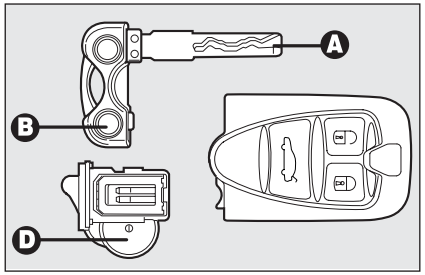

rys. 9
Aby wymienić baterię **rys. 9** wykonać to następująco:
- ❒ wysunąć baterię **D-rys. 9** z kasety zapamiętując położenie biegunów (w pozycji pokazanej na rysunku biegun dodatni musi być zwrócony do dołu);